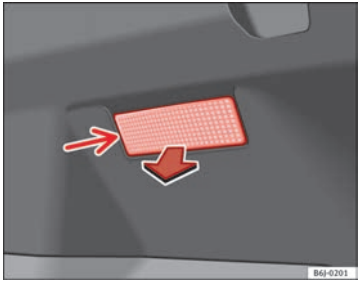

Fig. 180 Luggage compartment light
– Extract the tulip shaped fitting by pressing on the inside edge of this -arrow- using the flat side of a screwdriver ⇒ Fig. 180.